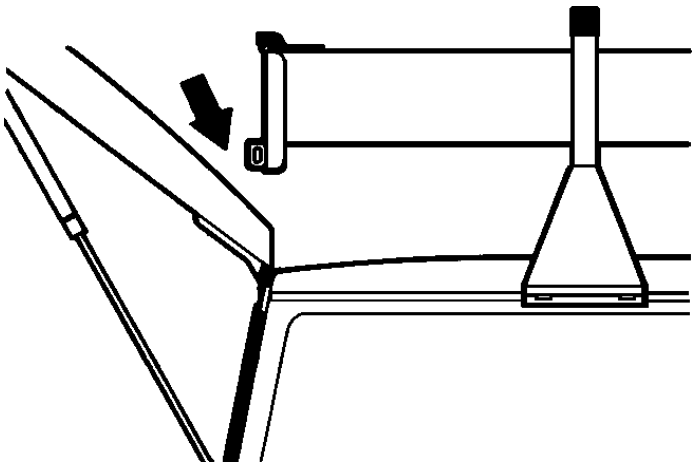

Figure 7. *Mini Van Door Clearance*
6. Place the assembled unit on the vehicle roof rack, positioning as shown in *Figure 7.*, and allowing for rear door swing-up when installed on some mini vans.